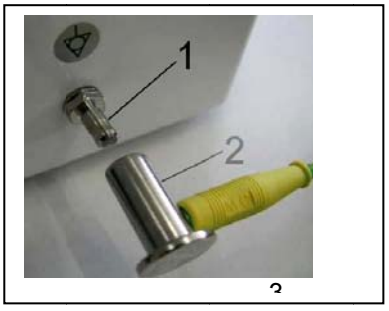

Fig. 12
- Raccordez la broche de liaison équipotentielle de ∅ 6 mm (1) au circuit électrique conformément à la méthode définie dans les règles électrotechniques en vigueur. La prise de liaison équipotentielle (2) est un accessoire et n'est pas fournie dans l'emballage de base. (Fig. 12)